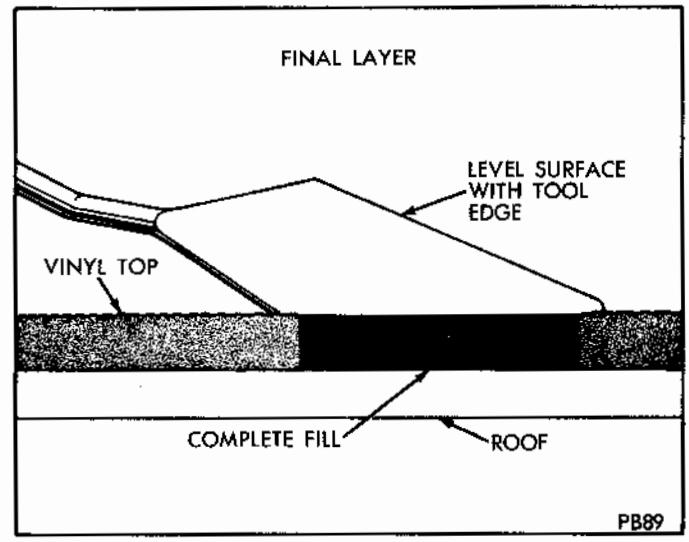

FIG. 9 Final Layer Application
(14) At first the welding compound will appear milky but as the heat cures it, it will turn translucent or clear, time required varies from ten to twenty seconds according to the intensity of the applied heat. **Do not be afraid to use heat.**
(15) When the first weld is properly cured you will clearly see through the weld. It is best that each weld be cooled with air from the gun by opening the shutter fully with switch at cold position, before applying the next layer of welding material (Fig's. 7 and 8).
(16) Each layer of the weld is applied and cured in the same manner as the first. A cold water wet cloth or sponge can also be used to cool the weld.
(17) The welding compound on the fourth or last weld must be leveled off flush with the top surface using an offset pallette knife as a straight edge before applying heat (Fig. 9).
(18) When satisfied that the last weld is flush with the surface, then grain or print the repair by heating the repair until the surface material in the immediate vicinity begins to shine.